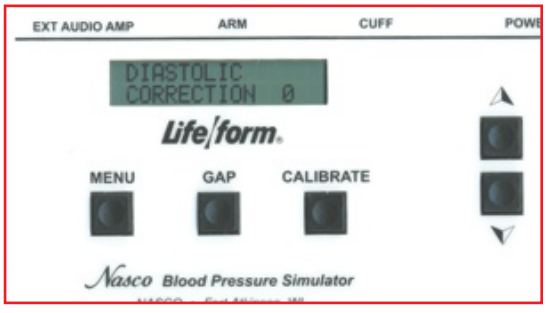

Figure 36
7. Press the MENU key from the Systolic Correction window to change to the Diastolic Correction window. ***(See Figure 36.)***